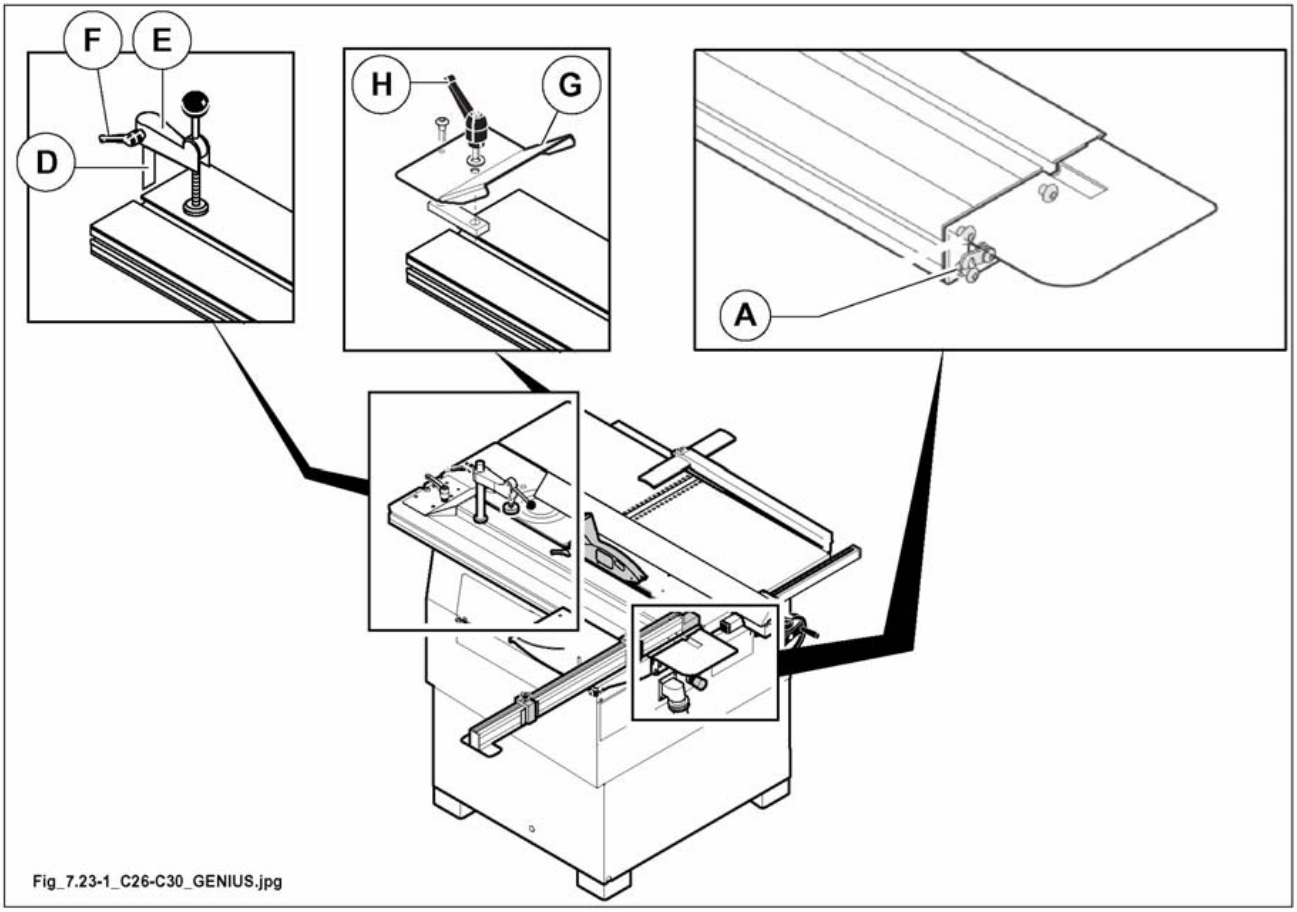

Fig. 7.23-1
The sliding table is locked and unlocked by means of lever (A fig. 7.23-1):
- the lever (A fig. 7.23-1) is used to lock the wagon in the rest position (wagon closed).
- fit gib of column (D fig. 7.23-1) into groove of sliding table, fit arm (E fig. 7.23-1) to the column, then tighten handle (F fig. 7.23-1).
- Fit tile-shaped stop (G fig. 7.23-1) by inserting the gib into the groove of sliding table, hen tighten handle (H fig. 7.23-1).
The structure of device (G fig. 7.23-1) permits to perform precision stops also in pieces having an irregular stop surface.